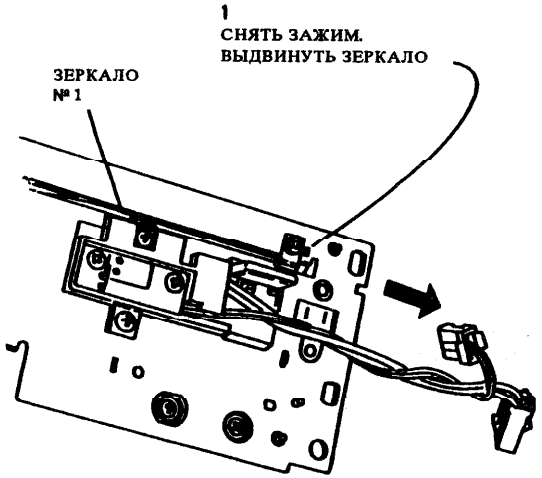

Рис. 1. Снятие зеркала № 1
2. (Рис. 1): снять зеркало № 1.